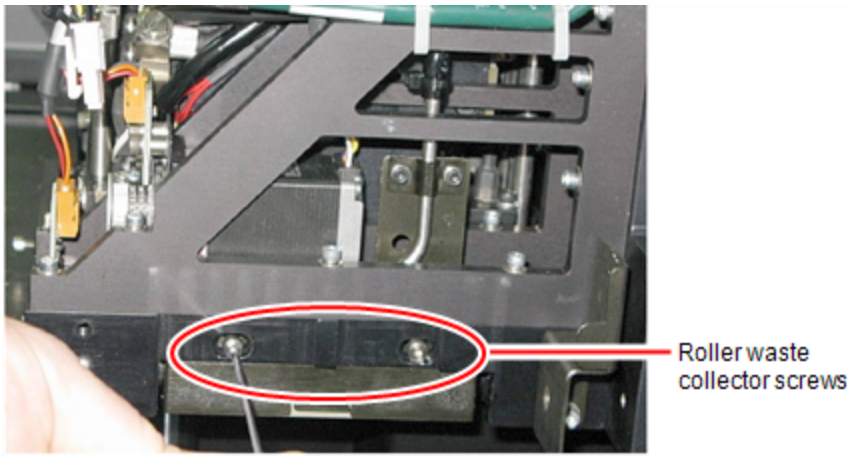

Figure 4-50 Removing the roller waste collector screws
1. Return the roller waste collector to the print block and screw on the covering (see Figure 4-50 on the previous page).